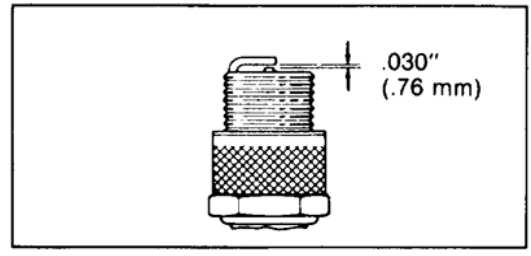

Fig. 13
3. INSTALL SPARK PLUG — Set air gap (Fig. 13) between electrodes at .030" (.76 mm). Install plug and tighten to 15 ft-lb (20.4N-m). If torque wrench is not used, tighten plug firmly. Push high tension wire onto spark plug.